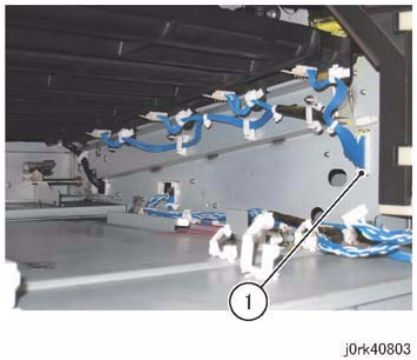

Figure 2 Disconnect Connector
5. Disconnect the connector. (Figure 2)